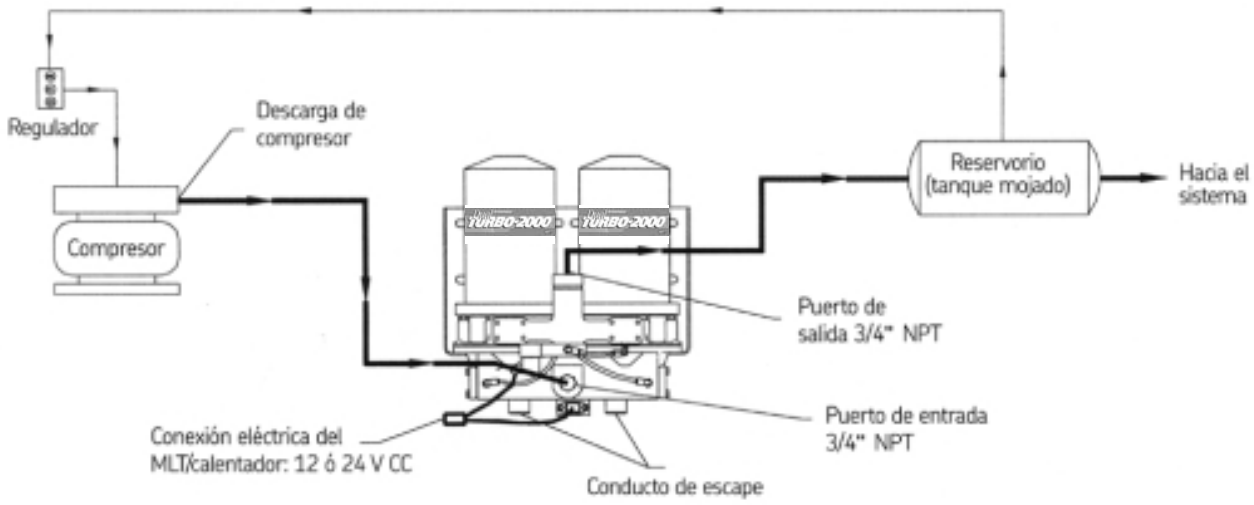

Fig. 2 Diagrama de conexión
- **Puertos de conexión:** (Ver Fig. 2)